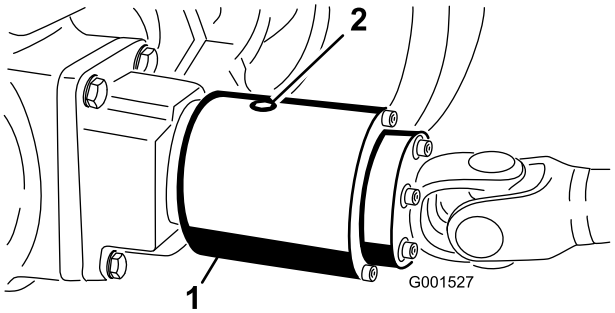

Figur 56
3. Drej koblingen, så kontrolproppen vender nedad (Figur 56).